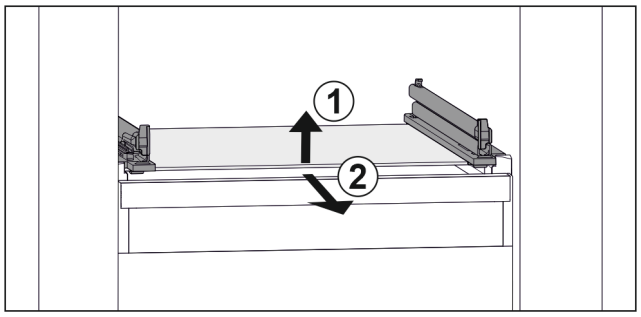

Fig. 44 Example illustration of glass shelf
▶ Lift glass shelf at the front. *Fig. 44 (1)*
▶ Take out glass shelf to the front. *Fig. 44 (2)*